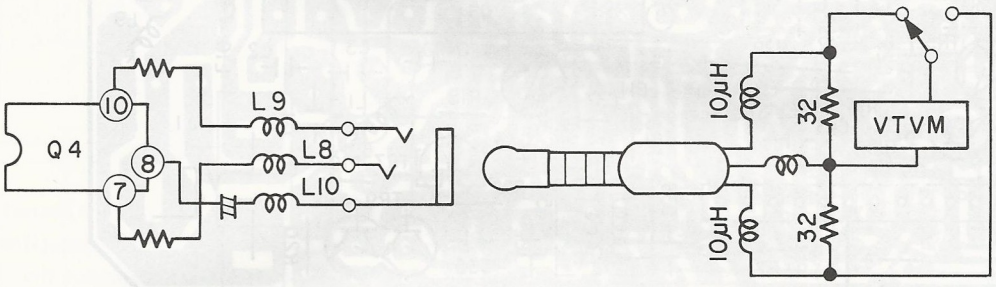

Figure 4
3. Connect the VTVM across dummy load as in Figure 4.